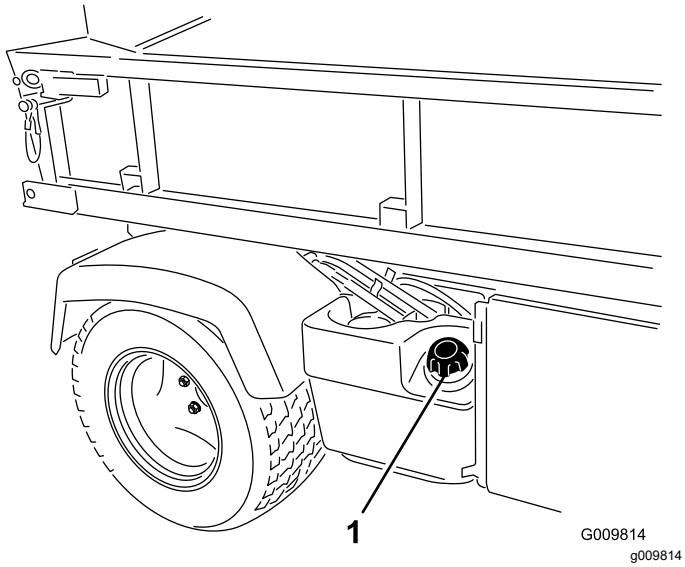

**Figur 17**
2. Ta bort tanklocket (Figur 17).